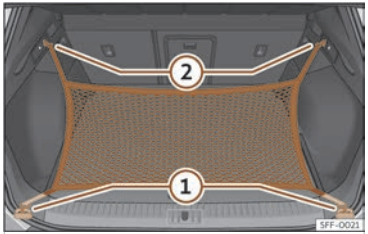

Fig. 181 Al maleter: argolles ① i ganxos ② per enganxar la bossa de xarxa.
- Fixeu els ganxos curts de la xarxa a les argolles d'amarratge ››› fig. 181 ① ››› ⚠. La cremallera de la bossa ha de quedar cap amunt.
- Fixeu les cintes als ganxos per penjar bosses ②.